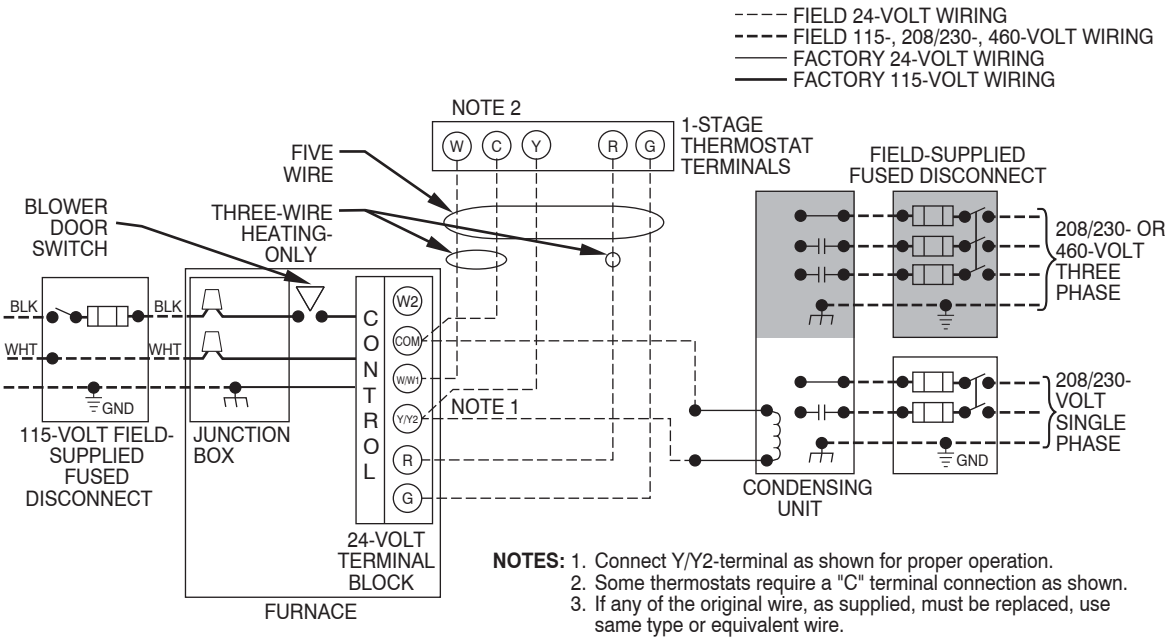
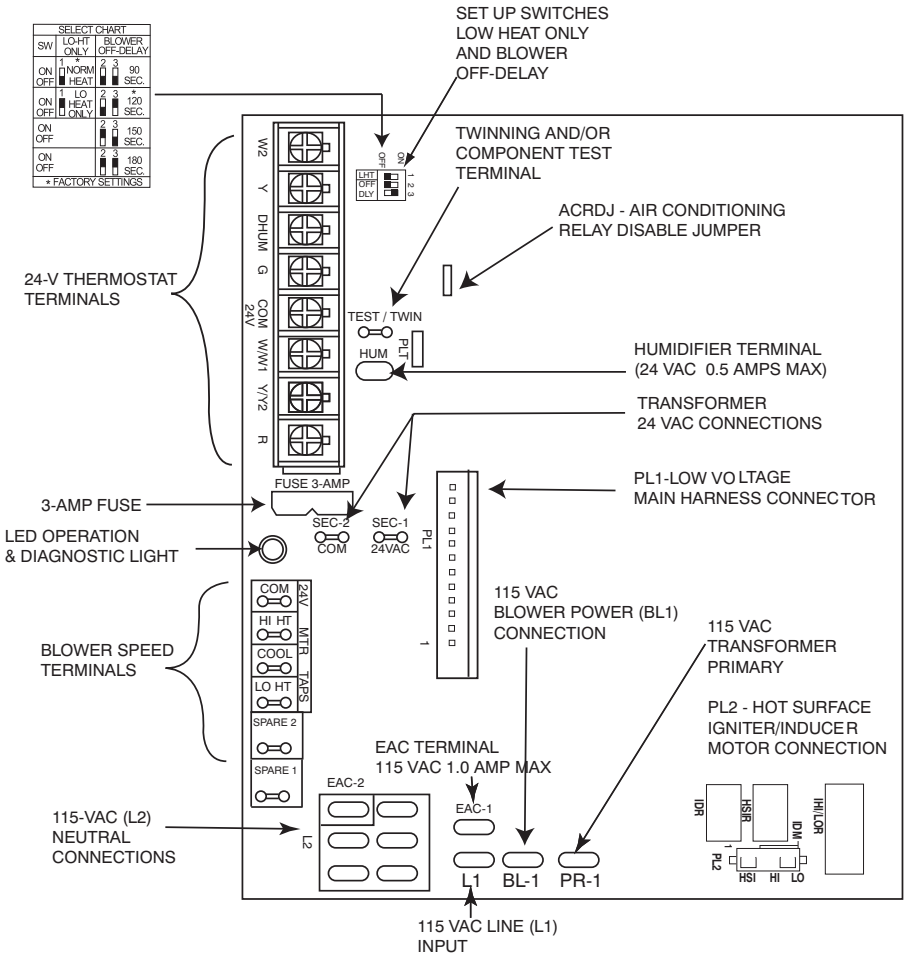

Fig. 34 - Typical Two-Stage Field Wiring Diagram
Fig. 35 - Two-Stage Furnace Control
See Fig. 34 for field wiring diagram showing typical field 115-v wiring. Check all factory and field electrical connections for tightness.
7. Connect field power and neutral leads to furnace power leads as shown in Fig. 34.
6. Connect power cord power and neutral leads to furnace power leads as shown in Fig. 34.
5. Connect field power and neutral leads to furnace power leads. as shown in Fig. 34.
Make field 24-v connections at the 24-v terminal strip. (See Fig. 35.) Connect terminal Y/Y2 as shown in Fig. 34 for proper cooling operation. Use only AWG No. 18, color-coded, copper thermostat wire.
The 24-v circuit contains an automotive-type, 3-amp. fuse located on the control. Any direct shorts during installation, service, or maintenance could cause this fuse to blow. If fuse replacement is required, use ONLY a 3-amp. fuse of identical size. See Fig. 35.
A single stage heating and cooling thermostat can be used with the furnace. The furnace control board CPU will control the furnace and outdoor unit staging. A two stage heating and cooling thermostat can also be used to control the staging. For two stage thermostat control of the furnace staging, turn SW1-LHT ON at the furnace control board. For two stage thermostat control of a 2-stage outdoor unit, remove the ACRDJ jumper from the furnace control board. Refer to typical thermostat wiring diagrams and the Sequence of Operation section for additional details. Consult the thermostat installation instructions for specific information about configuring the thermostat. See Fig. 35 and 36.